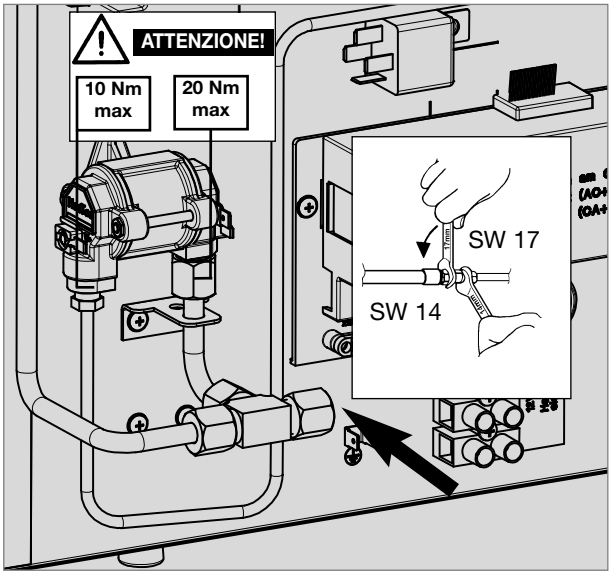

Fig. 38
- **La connessione del gas all'apparecchio è effettuato tramite un manicotto (Ermeto) appropriato per il tubo L8, DIN 2353-ST, conforme alla norma EN 1949 (fig. 38).**